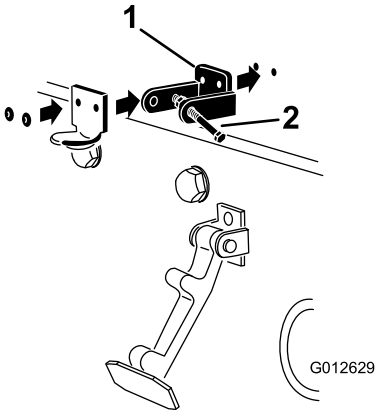

Figur 8
3. Placera CE-låsfästet och motorhuvsspärrfästet på motorhuven när du passar in monteringshålen. Låsfästet måste ligga mot motorhuven (Figur 8). Ta inte bort skruv- och mutterenheten från låsfästets arm.
5. Nita fast fästena och brickorna på motorhuven (Figur 8).